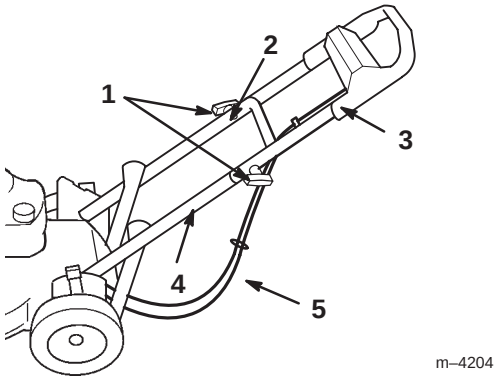

Figur 3
2. Profilert håndtaksbolt (2)
6. Kontroller at kablene er festet under og bak det nedre håndtaket, som vist på figur 3.